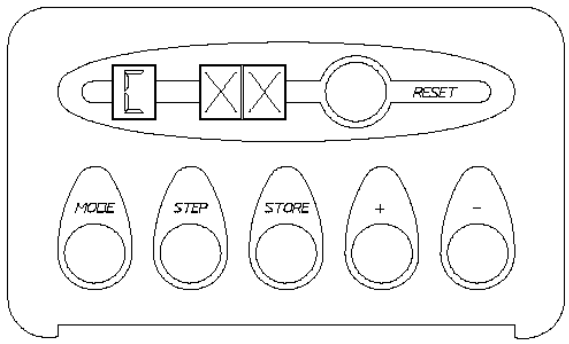

Fig. 17
- Press and hold the MODE and STEP buttons simultaneously, LED 1 should now show “C” (see fig. 17).